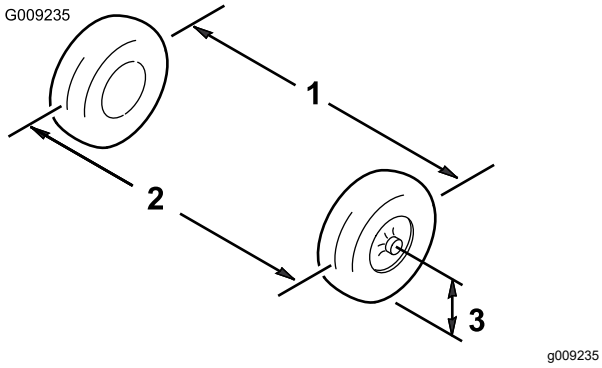

Figuur 54
1. Meet ter hoogte van de as de afstand tussen de voorwielen aan de voorkant en de achterkant van de wielen (Figuur 54).